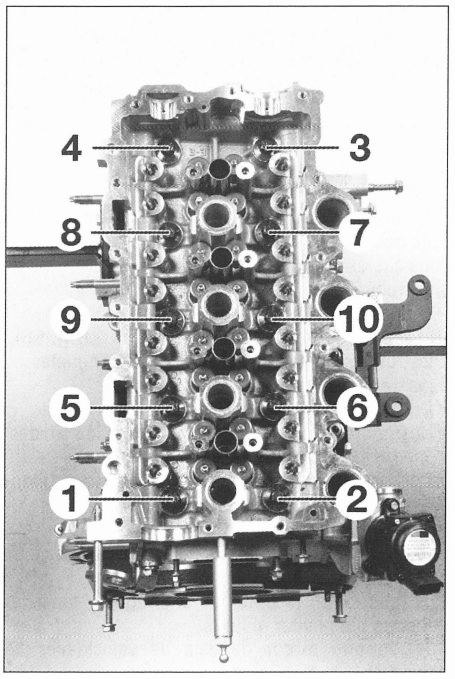

FIG. 54
• Aflojar los tornillos de fijación de la culata en el orden indicado **(fig. 54).**